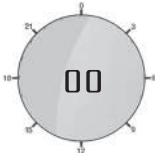

Рисунок 10. Начальная индикация в режиме программирования таймера
Нажмите клавишу меню 🕮 (1) для возврата в режим программирования таймера, на дисплее появится индикация «00» (рис. 10).